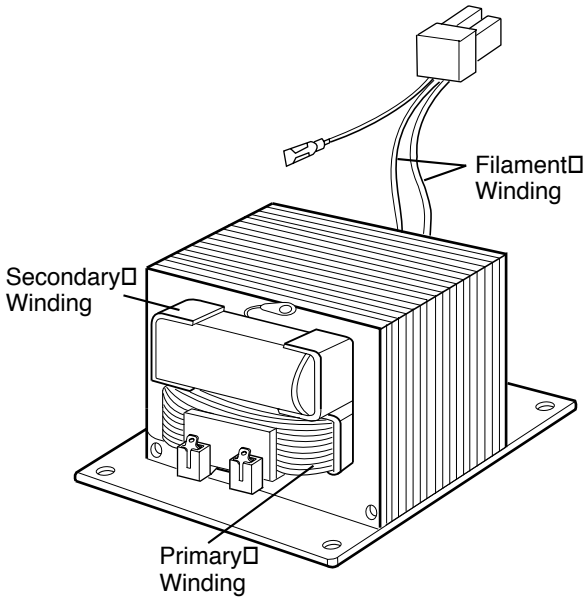

Figure 21
- DISCONNECT THE POWER SUPPLY CORD FROM THE WALL OUTLET WHENEVER REMOVINGING THE CABINET FROM THE UNIT. PROCEED WITH THE TESTS ONLY AFTER DISCHARGING THE HIGH VOLTAGE CAPACITOR AND REMOVING THE WIRE LEADS FROM THE PRIMARY WINDING OF THE HIGH VOLTAGE TRANSFORMER. (SEE Figure 21)